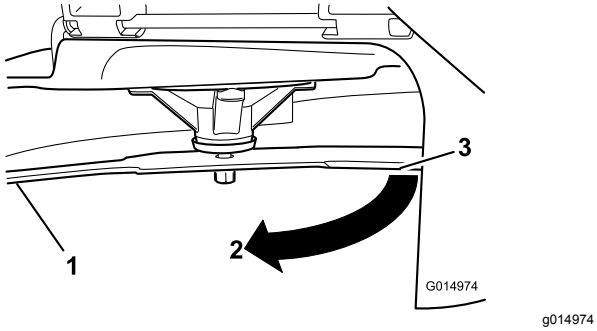

Rysunek 65
3. Zmierzona odległość między ostrzem a powierzchnią (A)
4. Obróć to samo ostrze o 180 stopni tak, aby w pozycji mierzenia znalazła się przeciwległa krawędź tnąca (Rysunek 65).